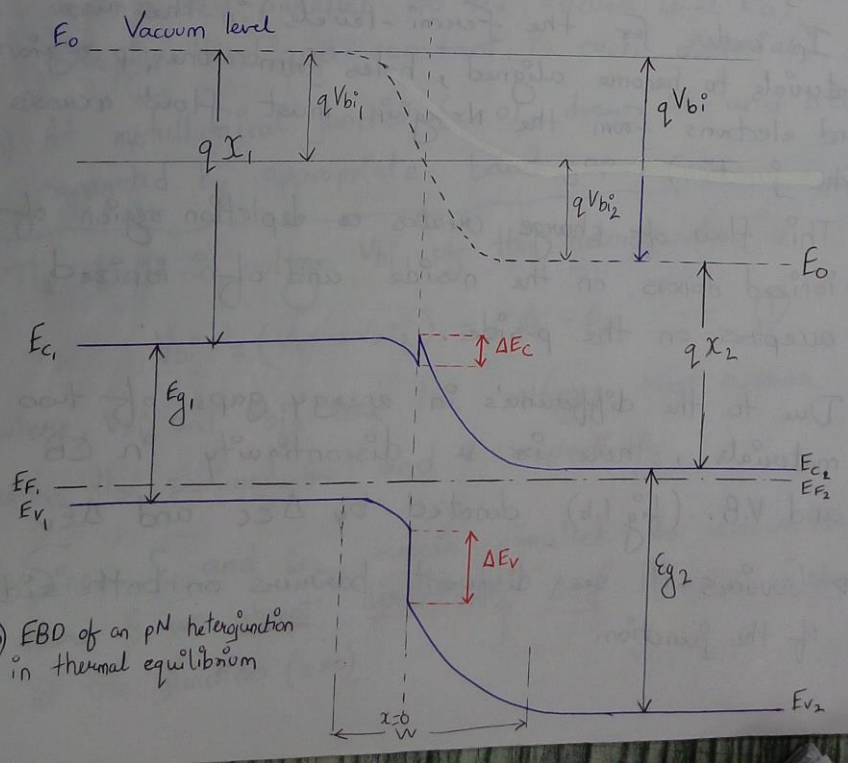

fig 1.b) EBD of an pN heterojunction in thermal equilibrium
- The difference between the two C.B and V.B energies are denoted by ΔE_c and ΔE_v. (fig 1.a)